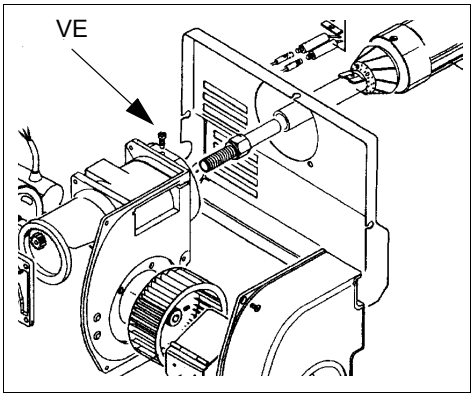
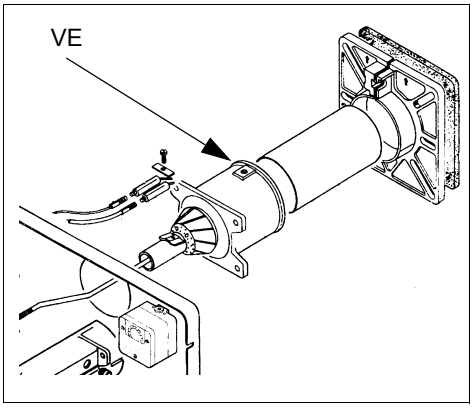
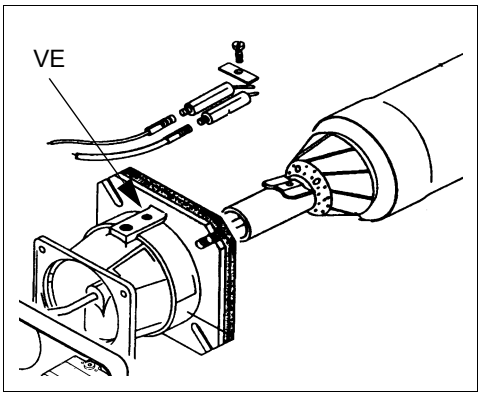

Рис. 28a
Рис. 28b
Рис. 28c
- Демонтируйте, проверьте и очистите головку сгорания (см. Рис. 28a, Рис. 28b, Рис. 28c);
Тип S3 (Рис. 28a) и S5 (Рис. 28b)
Тип S10 - S18 (Рис. 28c)